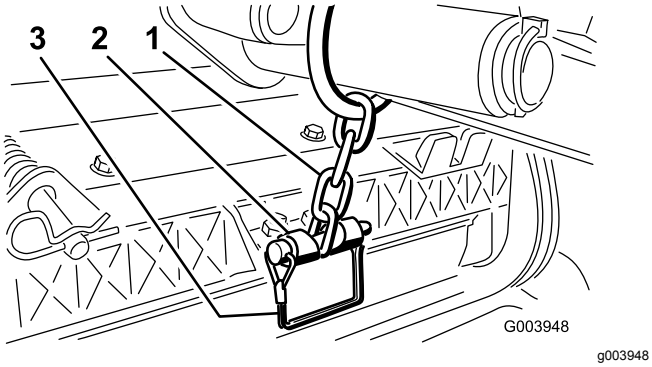

Figur 13
12. Fastgør løftearmskæden til kædebeslaget med låsestiften (Figur 13).